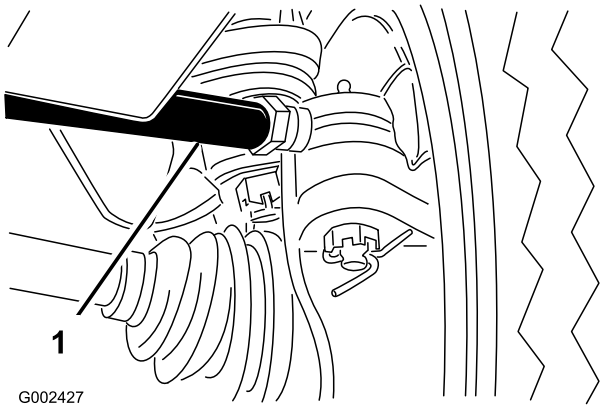

Figur 59
- På venstre forhjul løsnes kontramøtrikkerne i begge ender af vantskruen (Figur 59).